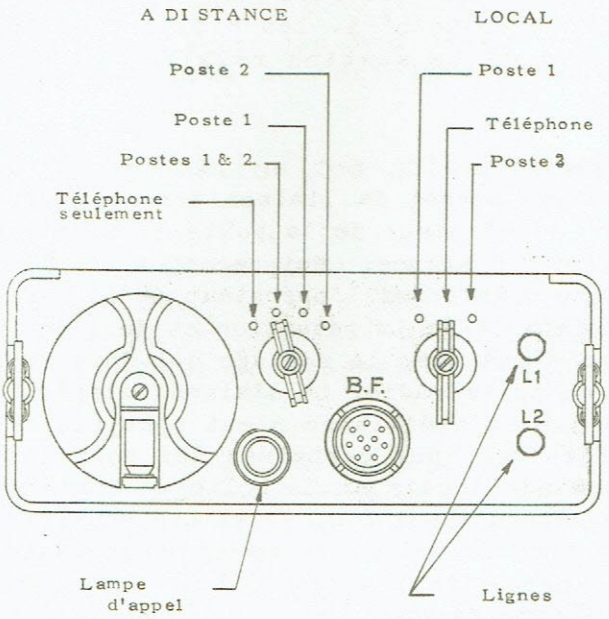

Fig. 22 - Commandes de la boîte de commande locale C-434/GRC.
1 - Sur la boîte de commande locale (figure 22), placer le commutateur "REMOTE" sur la position "TEL ONLY" et le commutateur local sur la position TEL.
2)- Maintenir le commutateur "LOCAL" *(ressort de rappel)* de la boîte de commande locale (fig.22) sur la position "SET"1, appuyer sur le commutateur à bouton poussoir du combiné et parler dans le microphone pour émettre. Pour écouter, libérer l'un ou l'autre des commutateurs.